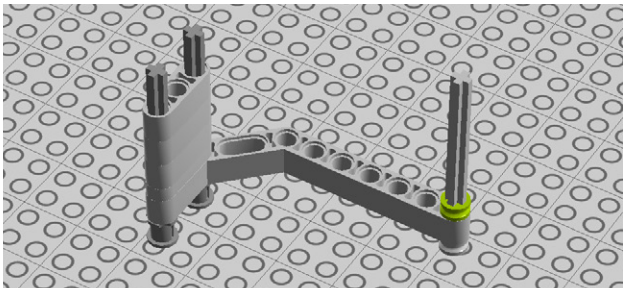

Figure 7-70. *Step 63: Securing it with a half bush*
63. Throw another half bush on there for good measure, as shown in Figure 7-70.